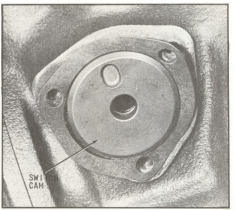
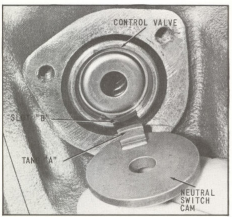

Fig. 80 Neutral Switch Cam in Correct Position
Fig. 79 Assembly of Neutral Switch
2. Shift control lever into neutral position, see page 17 (Fig. 12). Assemble gasket provided in neutral switch kit. Assemble neutral switch cam, making sure to align tang "A" on cam with slot "B" in valve, as shown in (Fig. 79). Neutral switch cam correctly assembled as shown in (Fig. 80).